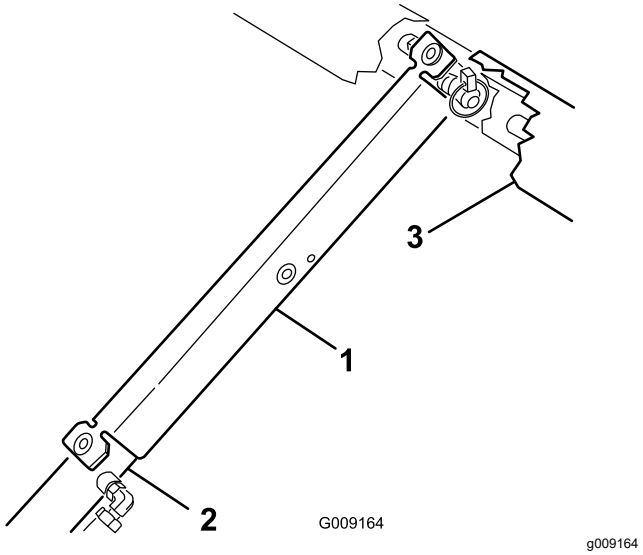

**Figuur 14**
3. Druk de laadbakbeveiliging op de cilinderstang en zorg ervoor dat de beide uiteinden van de laadbakbeveiliging rusten op het uiteinde van de cilinderbus en het uiteinde van de cilinderstang (Figuur 14).